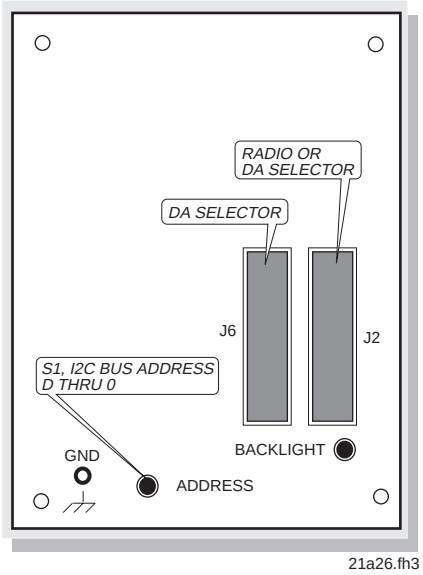

***Figure 5-91. Programmable DA Selector***
- Programmable DA Selector (**Figure 5-91**)